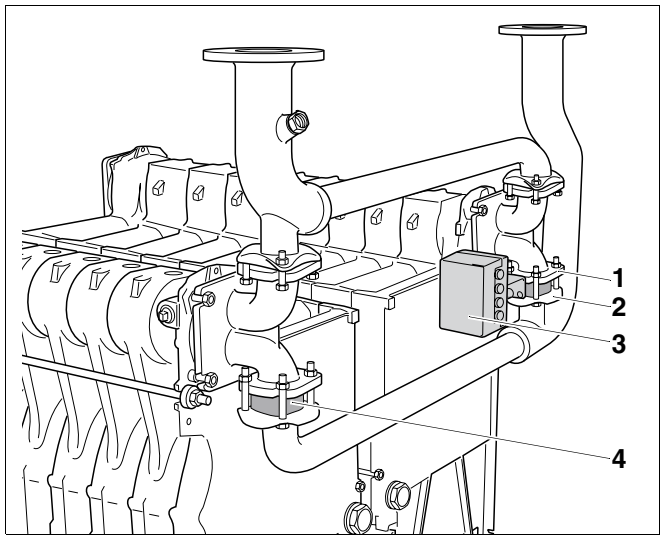

Afb. 31 Stelmotor en tussenstuk monteren
Vervolgens moet de ringsmoorklep met de stelmotor (afb. 31, **pos. 3**) en het tussenstuk (afb. 31, **pos. 4**) tussen de aansluitflens en de retourleiding en het aansluitstuk gemonteerd worden.
- Monteer de ringsmoorklep (afb. 31, **pos. 3**) zo, dat de stelmotor naar het midden van de verwarmingsketel wijst. De elektrische leidingen moeten zich bovenaan bevinden.
- Bouw de ringsmoorklep (afb. 31, **pos. 3**), met de dichtingen erop gekleefd, in tussen de aansluitflens van de retourleiding (afb. 31, **pos. 2**) en het aansluitstuk (afb. 31, **pos. 1**) van het rechter ketelblok (2e trap).
- Bouw het tussenstuk (afb. 31, **pos. 4**), met de dichtingen erop gekleefd, in tussen de aansluitflens van de retourleiding en het aansluitstuk van het linker ketelblok (1e trap).
Om een correcte werking van de ketel te garanderen, moet u de bedrijfsvoorwaarden absoluut respecteren. U moet eventueel een tweede ringsmoorklep met stelmotor (toebehoren) in plaats van het tussenstuk (afb. 31, **pos. 4**, pagina 30) in het linker ketelblok plaatsen. Dit is het geval,